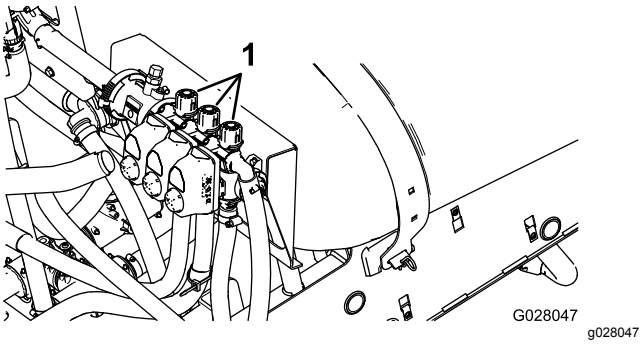

Figur 87
10. Slå av venstre bom og juster bomomløpsventilen (Figur 87) helt til trykkmålingen er ved det forrige justerte nivået (vanligvis 2,76 bar).
12. Juster høyre bomomløpsventil (Figur 87) helt til trykkmålingen er ved det forrige justerte nivået (vanligvis 2,76 bar).
14. Juster midtre bomomløpsventil (Figur 87) helt til trykkmålingen er ved det forrige justerte nivået (vanligvis 2,76 bar).